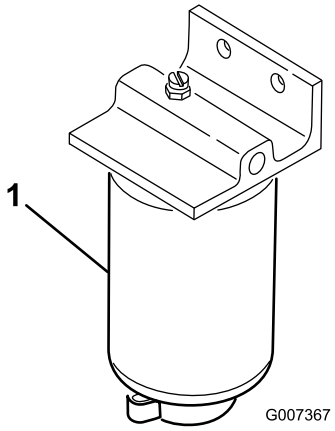

Figur 37
3. Åbn aftapningsproppen på brændstoffilteret ca. en omgang, og aftap eventuelt ansamlet vand (Figur 37).